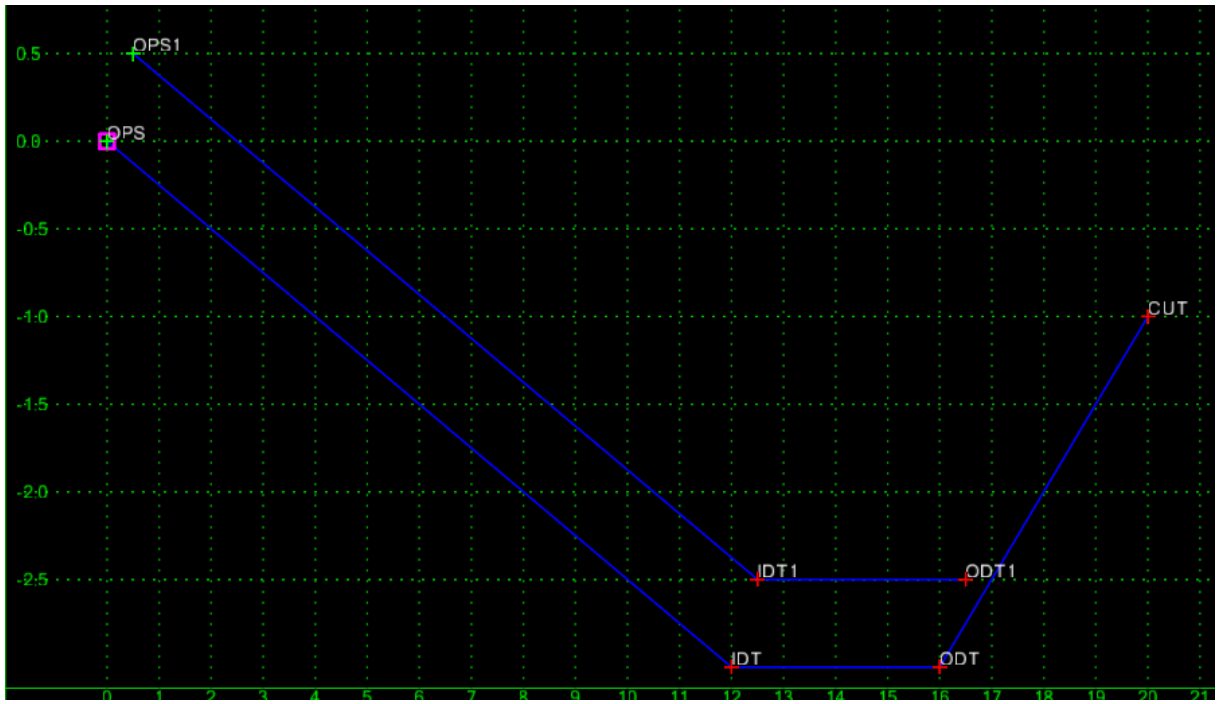

Figure L7-70 Create Template Grid
• With your cursor in the Precision Input Field, press the **Enter** key on your keyboard. • Right mouse click over the grid and select ***Finish***. • Verify Point **ODT1** was drawn and your view matches that shown in *Figure L7-70*.
97.	**For Information Only.** Notice in *Figure L7-70* that we created the **1:4 CUT** component slightly offset from the **1:4 Cut Ditch** component. The reason for this is because if we had created it directly on top of the **1:4 Cut Ditch** component the points would have merged with the already existing points and not behaved as an independent component as we want. Now we can move the **1:4 CUT** component directly onto the **1:4 Cut Ditch** component and the points will not automatically merge.